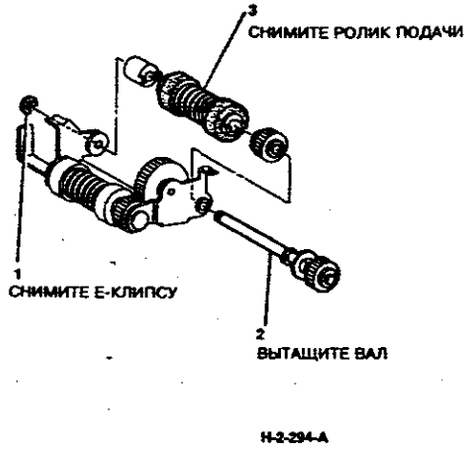

**Рисунок 3. Снятие ролика подачи**
3. (Рисунок 3) Снимите ролик подачи.